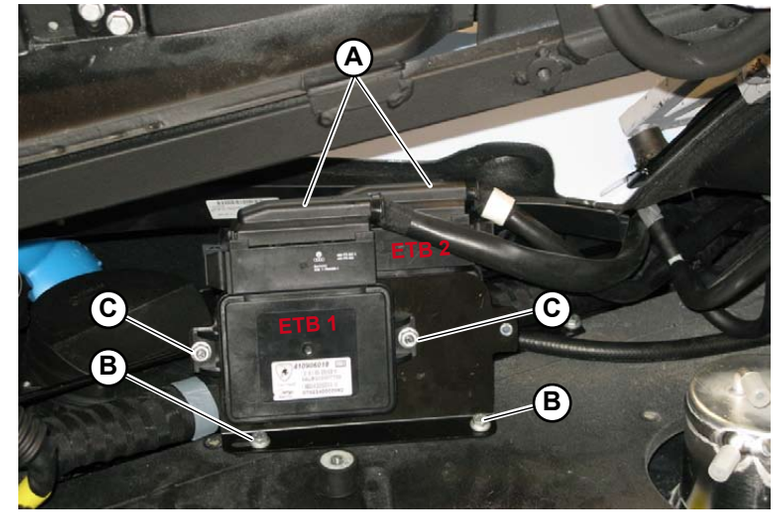

Fig.16
1. Disconnect the 2 connections (**A-Fig.16**).
2. Unscrew the 2 screws (**B-Fig.16**) securing the bracket.
2. Unscrew the 4 nuts (**C-Fig.16**) securing the control units to the bracket (2 per side).